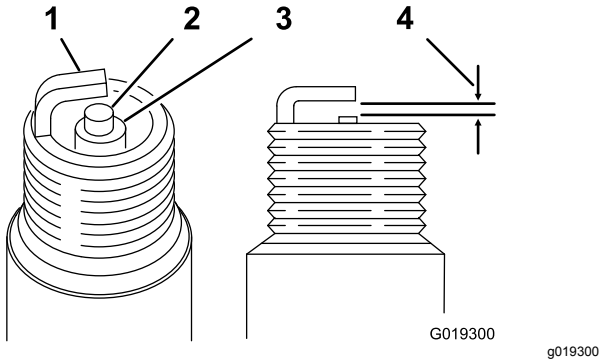

Figure 32
Écartement : 0,70 à 0,80 mm ; voir Figure 32
4. Réglez l'écartement des électrodes entre 0,70 et 0,80 mm, comme montré à Figure 32.